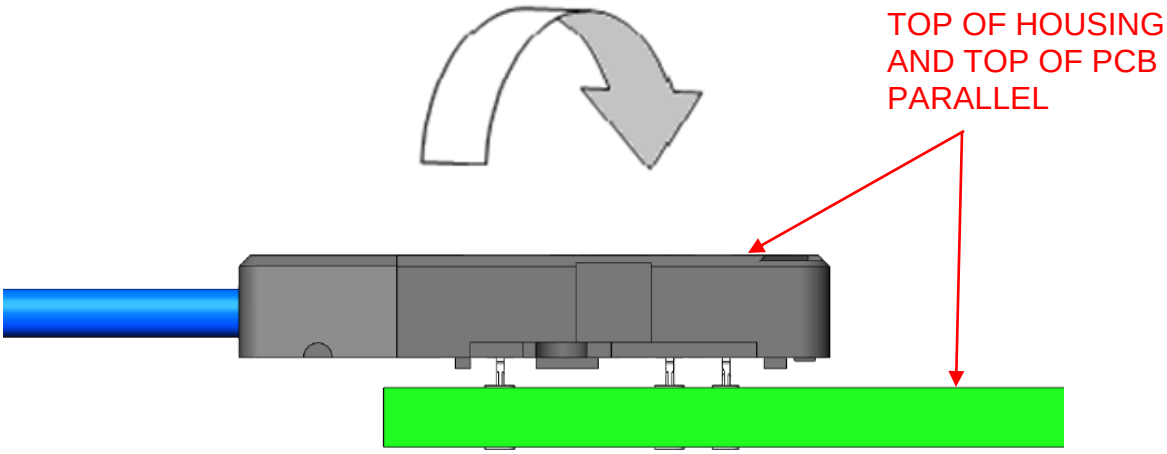

Figure 3: Cable Assembly Rotated Parallel to Top of PCB and EONs Aligned
- Once the end column EON tips have been inserted, rotate the cable assembly towards the board to insert the rest of the EON tips into their corresponding vias. The top surface of the cable assembly should be parallel with the top surface of PCB after all of the tips have been properly inserted. Refer to figure 3.